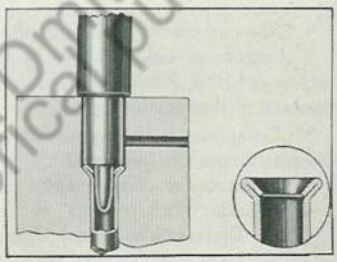

Fig. 32 Finish Flaring Operation
5. Next, use flare-forming tool having 45 degree die of its lower end. Insert tool in die and strike firm blows, with a hammer, until shoulder of tool contacts top of the die. Fig. 32.